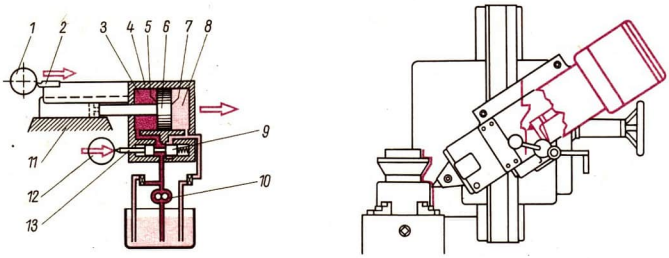

Bild 199/1 Kopiervorrichtung an einer Drehmaschine
Einem anderen Steuervorgang begegnet man bei der sogenannten Kopiervorrichtung an einer Drehmaschine (Bild 199/1). Der Drehmeißel soll so bewegt werden, wie es die Schablone vorschreibt. Ein Kopierdrehautomat ist auf Seite 196 gezeigt. Die Maße der Schablone (12) werden durch einen Taster (13) festgestellt. Der Drehmeißel (2) wird durch die Überlagerung von zwei Bewegungen in gewünschter Weise gelenkt. Einmal wird der Längsschlitten (11) mit einer konstanten Vorschubgeschwindigkeit bewegt. In einem Winkel von 55° dazu wird der Kopierschlitten hydraulisch mittels des feststehenden Kolbens (6) und des verschiebbaren Zylinders (4) bewegt.